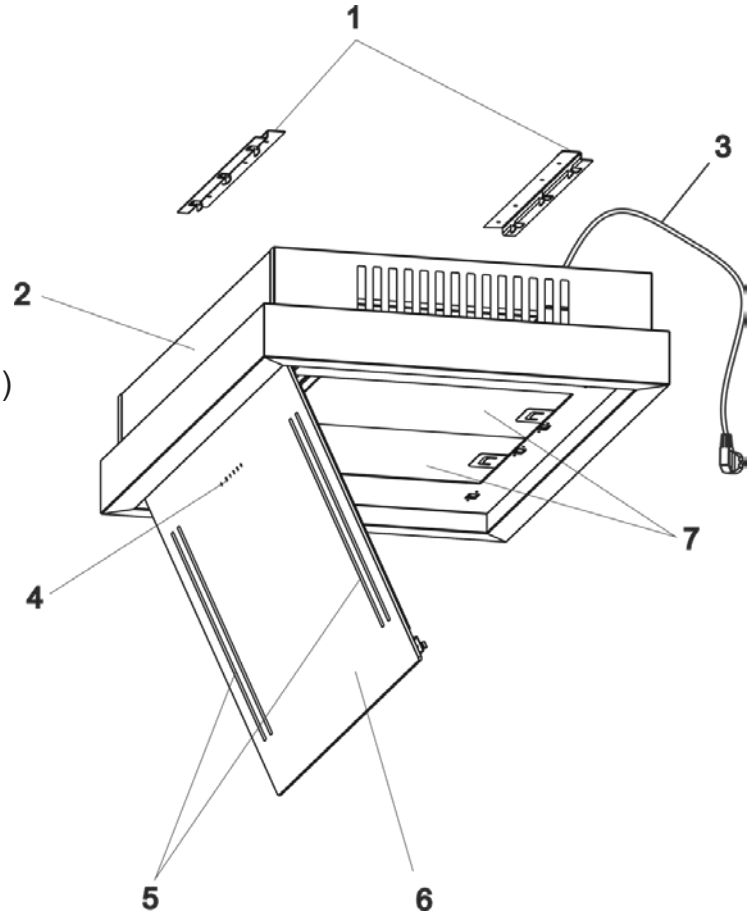

Рис.3
5.3 Витяжка складається з наступних складових частин **(рис.3)**